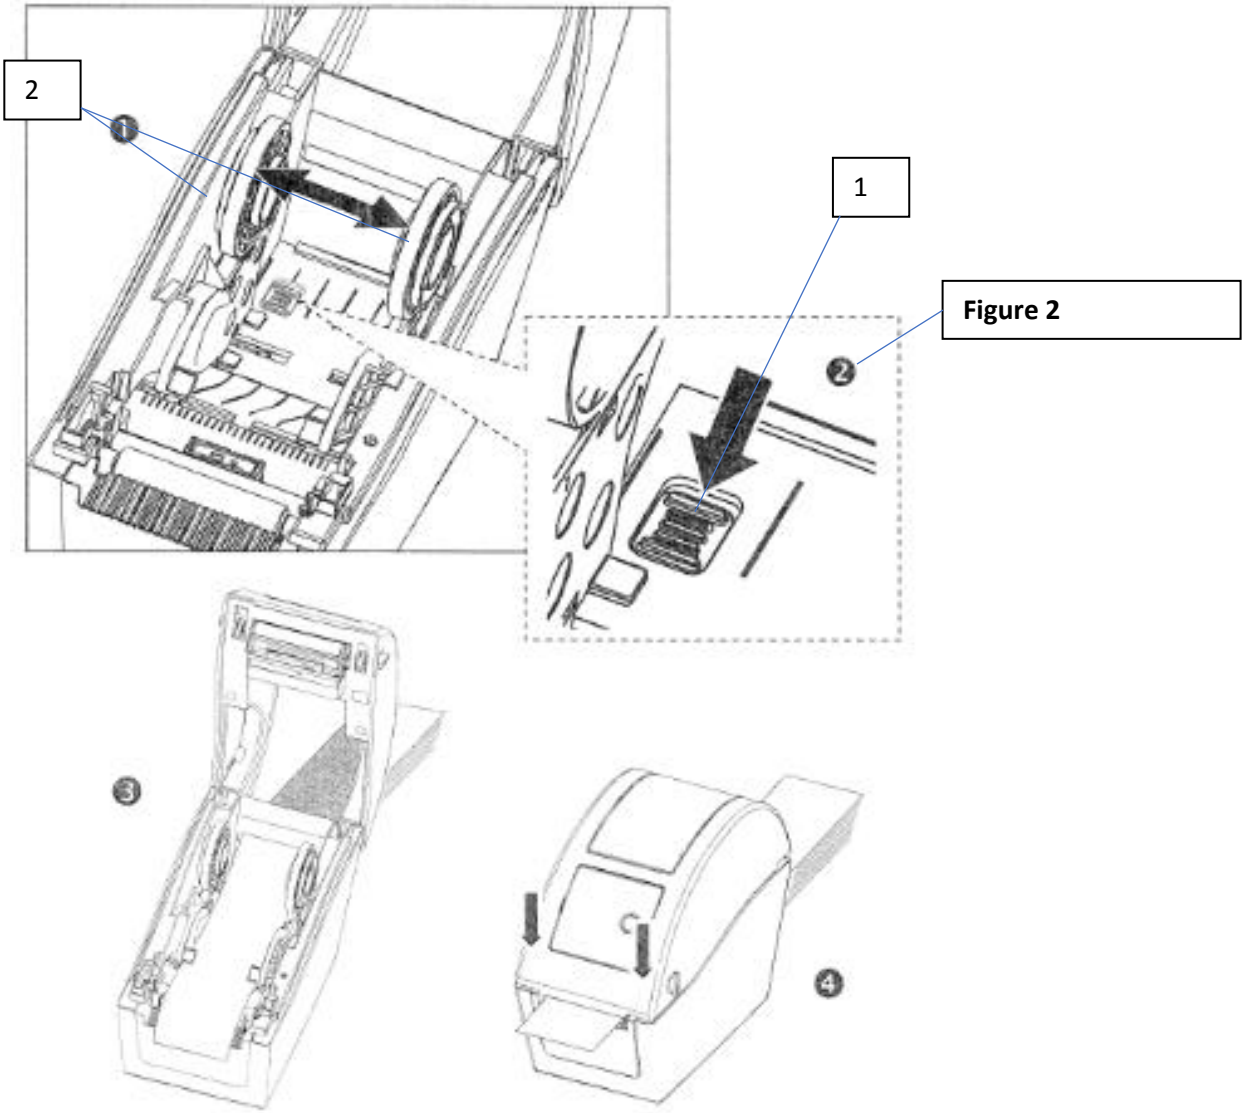

Figure 2
1. Slide switch (item 1) forward shown in fig 2, it will allow to move the roll holders (2) apart as shown in fig 1 below, allowing to put the paper roll on the holders.